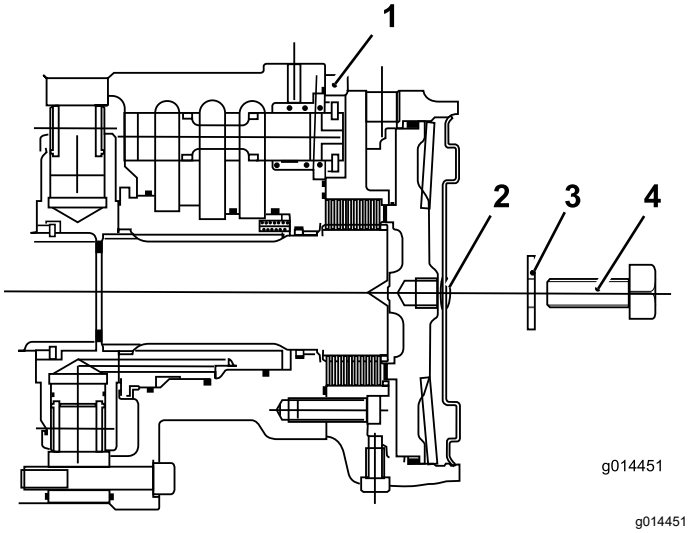

Figur 36
7. Sæt en bolt (12 x 40 mm) og en spændeskive (12 mm) i hullet i midten af motorens endeplade (Figur 36).
8. Tilspænd bolten i bremsestemplets gevindskårne hul, indtil bremsen frigøres (Figur 36).